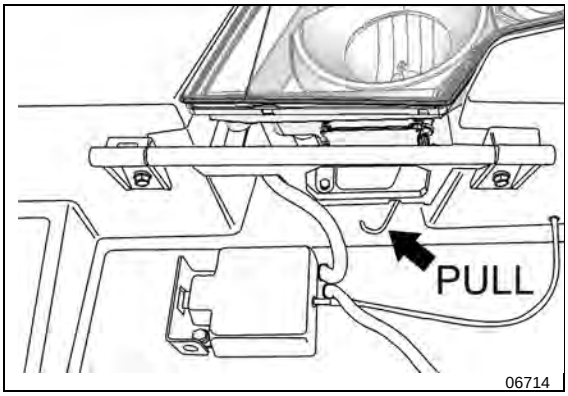

FIGURE 90: ROCKING THE HEADLAMPS ASSEMBLY
3. Pull on the rod shown on **FIGURE 90** to pivot the headlamps assembly.